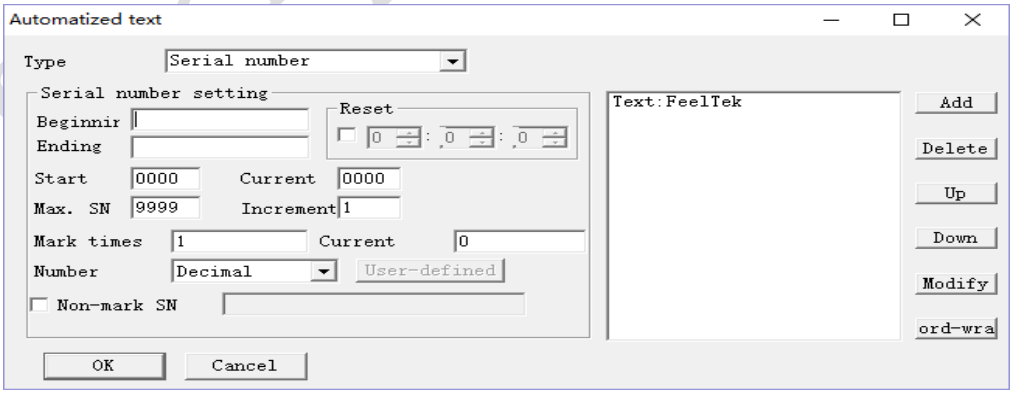

Figure 2-2-13 Automatic text--serial number text mode
(3) Serial number: the text is changed by a fixed increment in the processing. As figure 2-2-13: